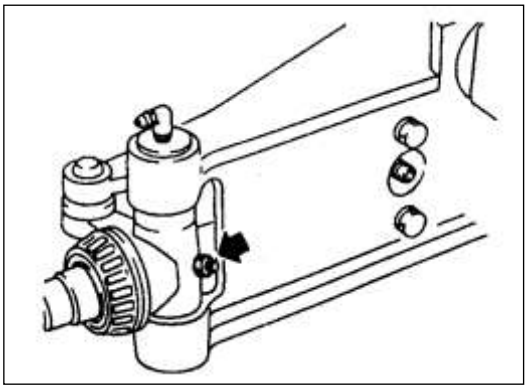

Fig. 2-2
2) Loose lock bolts.（See fig.2-2）;